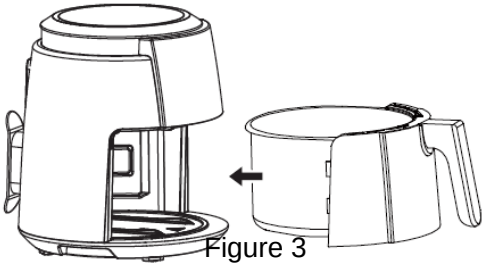

Figure 3
2. **Selon les différentes configurations, insérez le panier dans le bac à friture (figure 2) puis insérer le tout dans l'unité principale (figure 3).**